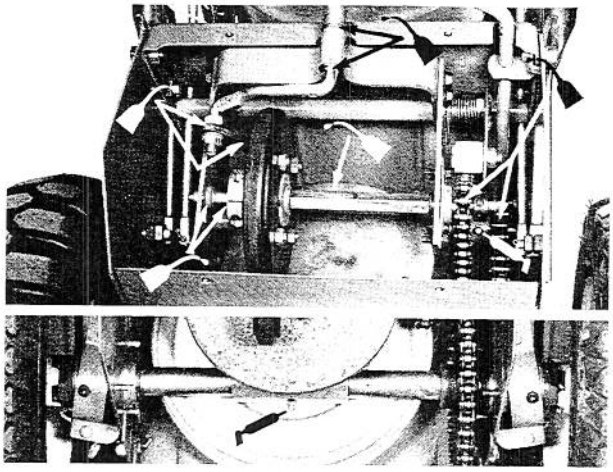

Figure 29
3. Remove four thread forming screws holding rear shield against traction unit; then slide shield away from traction unit. Lightly lubricate drive chains, sprocket bushing, nylon ring, hex shaft, and the other pivot points with oil or #2 grease (Fig. 29). Wipe up any excess oil or grease. Reinstall rear shield against traction unit with four thread forming screws.